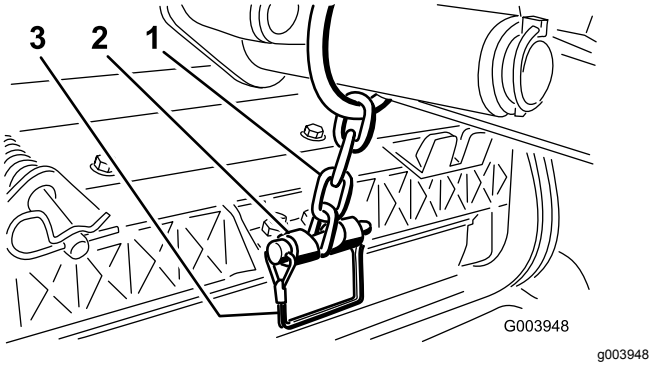

Figur 10
11. Fäst lyftarmens kedja på kedjefästet med låsstiftet (Figur 10).